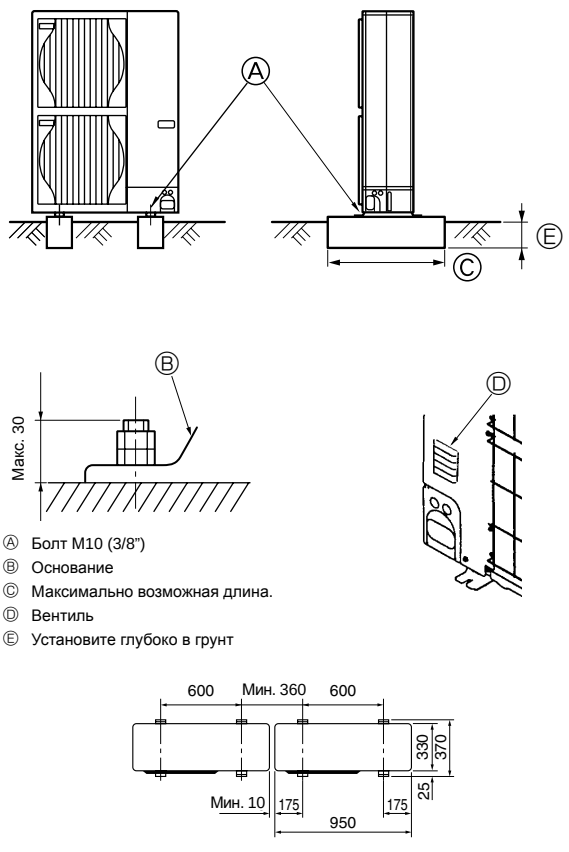

Fig. 3-1
- Обязательно устанавливайте прибор на твердой ровной поверхности для предотвращения его дребезжания во время эксплуатации. (Fig. 3-1)